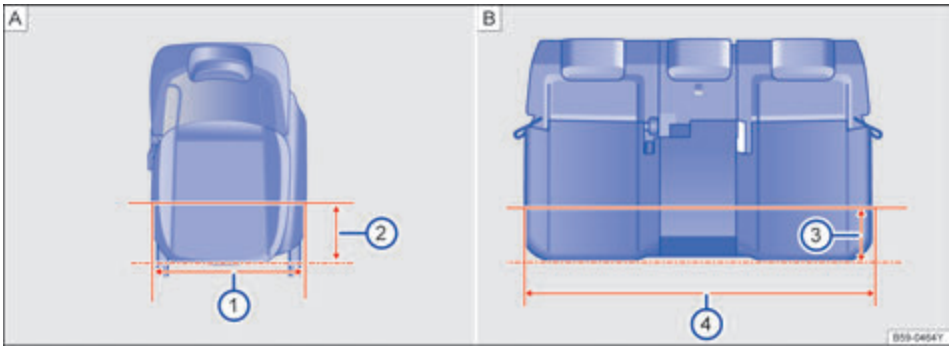

图 67 座椅座宽
如图 →图 67 A 在距离前排座椅边缘 200mm 时 →图 67 A ②，前排座椅座垫宽度为 494mm →图 67 A ①。
如图 →图 67 B 在距离后排座椅边缘 200mm 时 →图 67 B ③，后排座椅座垫宽度为 1242.2mm →图 67 B ④。 ◁